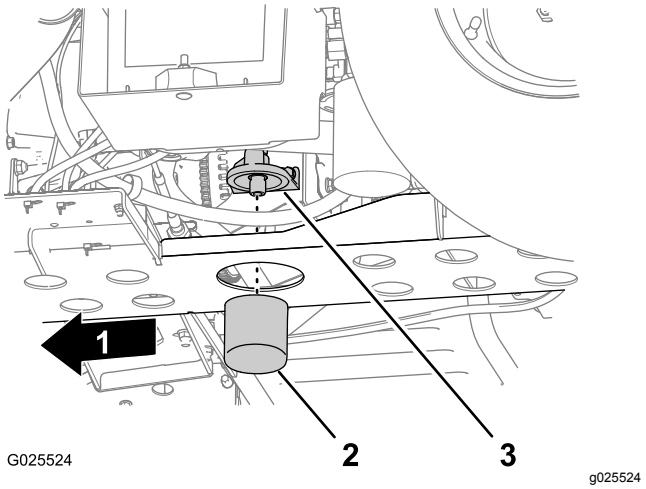

Figur 45
5. Fjern oljefilteret fra filteradapteren (Figur 45).
6. Tørk av filteradapterens forsegling (Figur 45).
8. Monter filteret til pakningen kommer i kontakt med monteringsplaten, og stram så filteret ytterligere 1/2–2/3 omdreining med urviseren (Figur 45).